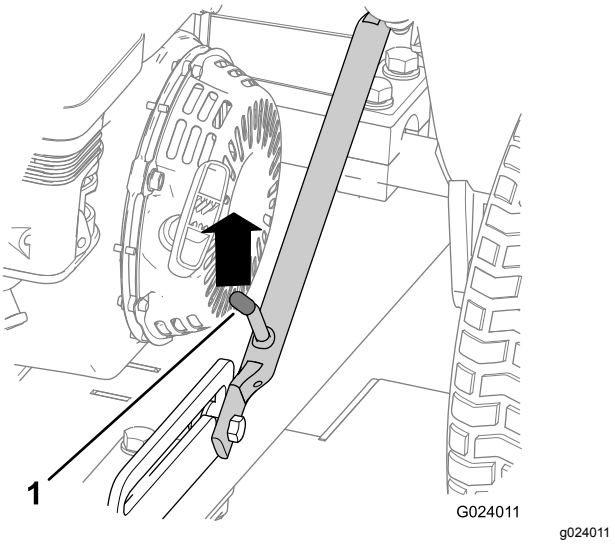

Figur 7
4. Skyv opp på låseenheten til låsespaken er fri fra glidestoppehaken (Figur 7).